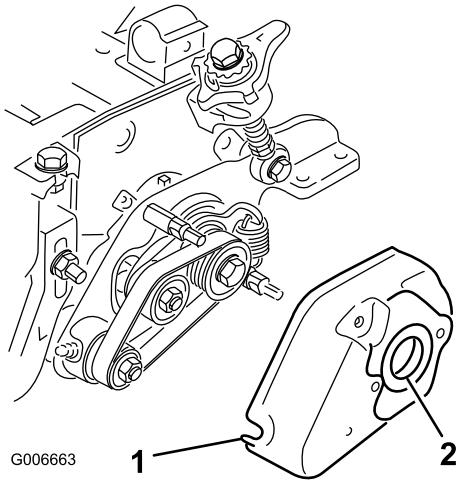

Figura 29
35. Instale a cobertura dos rastelos e fixe-a com (2) porcas flangeadas de 5/16 polegadas (Figura 29).
36. Aplique uma película de massa lubrificante no diâmetro interior do olhal, na cobertura do mesmo (Figura 29).